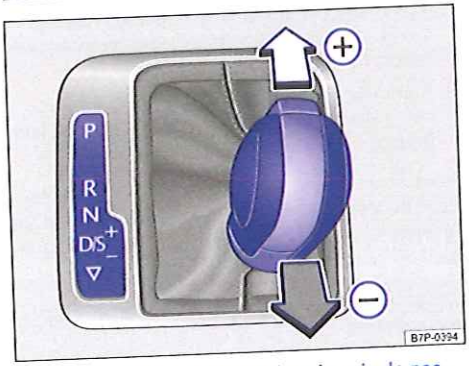

Fig. 160 Levier de vitesses dans la voie de passage Tiptronic.
- Imprimez au levier sélecteur une impulsion vers l'avant ⊕ ou vers l'arrière ⊖ pour passer les rapports → fig. 160.